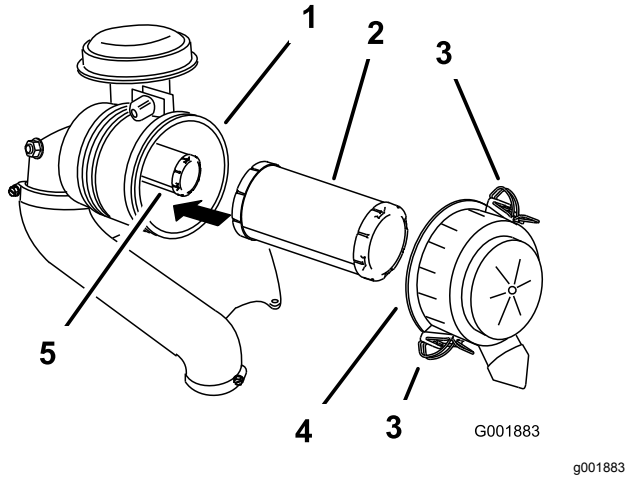

Figuur 29
3. Maak de sluitingen op het luchtfilter los en trek het luchtfilterdeksel van de luchtfilterbehuizing (Figuur 29).
5. Schuif het filter voorzichtig uit de luchtfilterbehuizing (Figuur 29).
2. Als u het veiligheidsfilter vervangt, schuif het dan voorzichtig in de filterbehuizing (Figuur 29).
3. Schuif het voorfilter op het veiligheidsfilter (Figuur 29).
4. Monteer het luchtfilterdeksel met de kant met het opschrift **up** naar boven gericht en maak de sluitingen vast (Figuur 29).